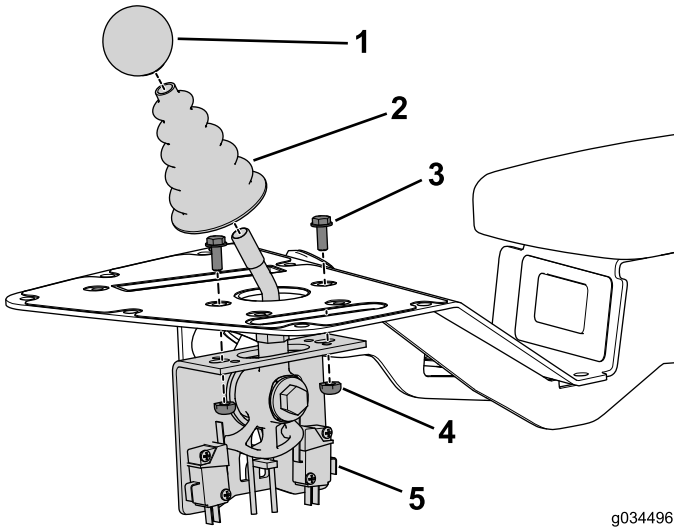

Рисунок 17
1. Прикрепите джойстик в сборе к консоли с помощью двух болтов (№ 10 x 1/2 дюйма) и контргаек (Рисунок 17).